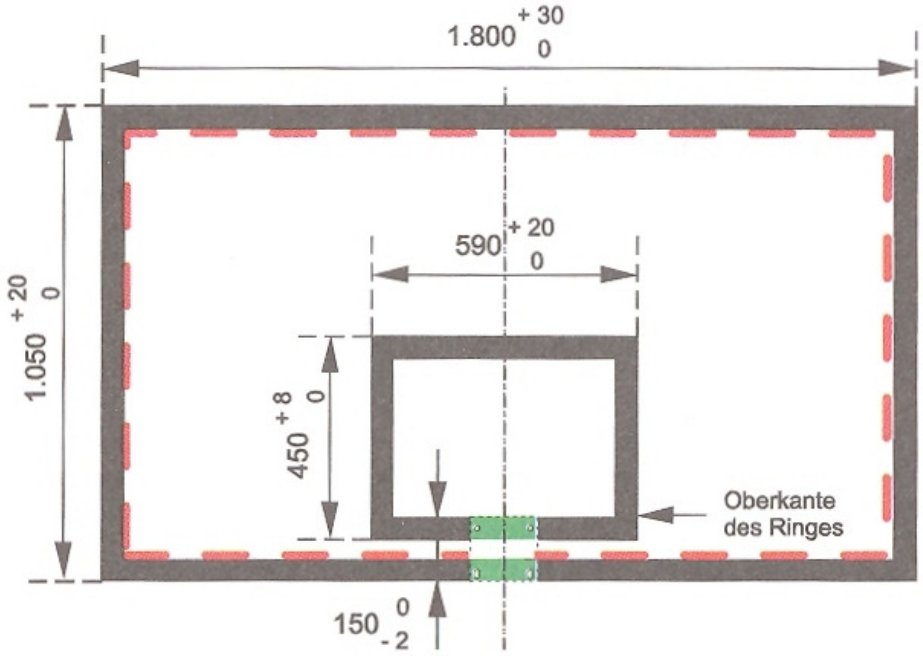

Bild 2 Spielbrett-Markierungen
2.5 Die Ränder der Spielbretter müssen wie folgt durch eine Linie (Abbildung 2) und einem zusätzlichen Rechteck hinter den Ringen in folgenden Massen markiert sein :